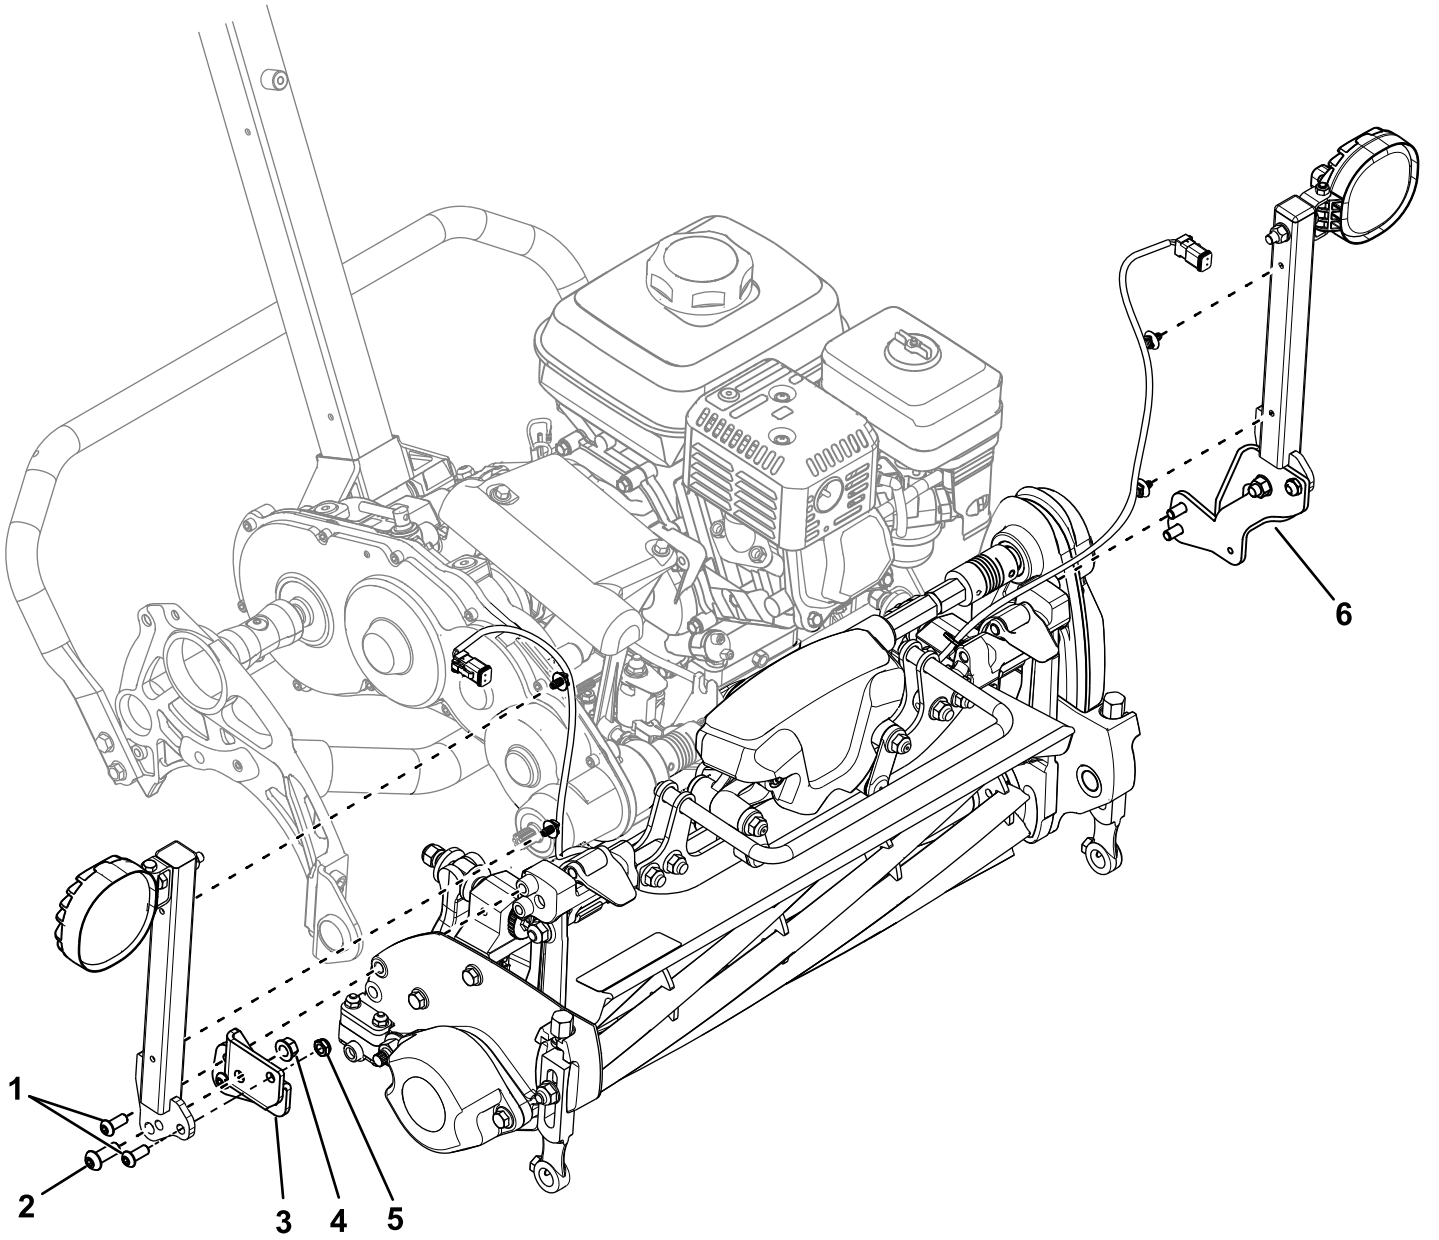

Figura 4
1. Utilice 2 tornillos allen (5/16"), 2 contratuercas, 2 tornillos allen (⅜") y 2 tuercas con arandela prensada (⅜") para sujetar los soportes de las luces a los soportes de montaje (Figura 4).
2. Utilice 4 tornillos allen (5/16") para sujetar los soportes de montaje a los extremos de los bujes de la unidad de corte (Figura 4).